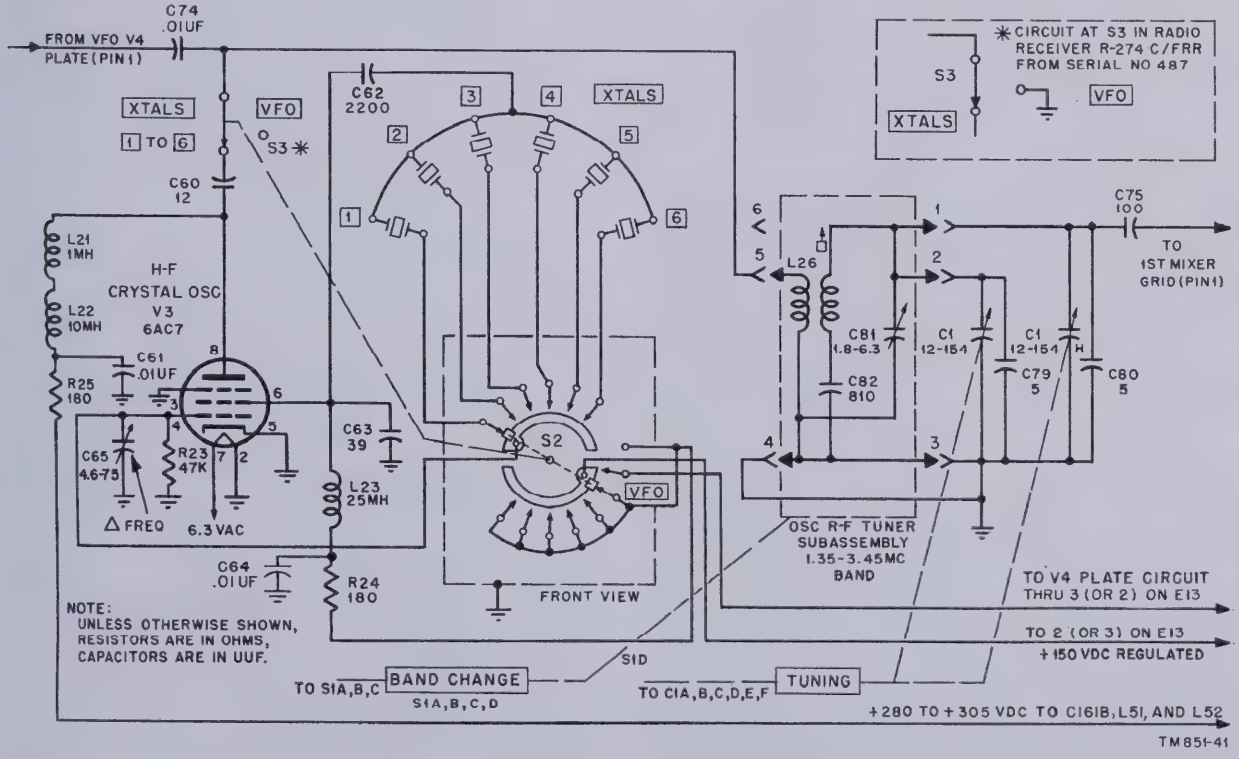

Figure 27. Radio Receivers R–274A/FRR and R 274C/FRR, schematic diagram of h-f crystal oscillator shown for band 2 (1.35 to 3.45 mc).
(fig. 27)
c. The h-f crystal oscillator uses an electron-coupled Pierce-type circuit. The Pierce oscillator is the equivalent of the Colpitts-type oscillator. Figure 27 shows that the oscillatory circuit elements of V3 are the screen grid, control grid, and cathode forming a triode oscillator with the screen grid acting as a plate. The oscillations developed at the plate element (screen grid) of V3 are coupled back to the grid circuit through the grid to oscillator plate capacitance in parallel with the capacitance of the crystal holder and C62. Coupling to the plate of V3 is through the electron stream with the suppressor acting to prevent secondary emission from the plate. Harmonic output is possible because the plate current is in the form of pulses of high harmonic content. The oscillations developed at the plate are coupled through capacitor C60 and the closed position of S3 to the primary of L26. Output load impedances L26 through L29 may be tuned to the fundamental or up to the third harmonic frequency of any crystal unit used. The complex coupling of L26 provides for the oscillations to be coupled through capacitor C75 to first mixer stage V5. L21 and L22 are self-resonant separately at high and low r-f frequencies and maintain high oscillator output to the plate load circuit of V3 through C60 by presenting a high impedance in the appropriate frequency range. In the circuit under discussion, part of the tuning capacitor is replaced by Δ FREQ capacitor C65 in series with C63, their junction being at the cathode. Since C65 is variable, it provides for a slight adjustment in the frequency of the oscillations. This is so since the effective capacity in shunt with the crystal can be considered as forming part of the equivalent resonant circuit of the crystal, comprising the frequency determining elements of the oscillator. The TUNING control signal resonance position of the four-gang eight-section tuning capacitor is chosen to provide for further resonating the tuned circuitry in r-f amplifiers V1 and V2.